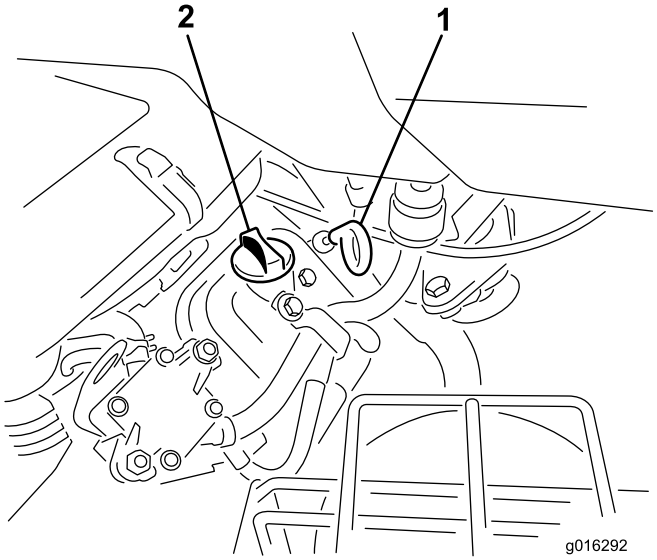

**Figure 28**
2. Dévissez la jauge et essuyez-la avec un chiffon propre. Revissez la jauge dans le tube en vérifiant qu'elle est enfoncée au maximum (Figure 28).